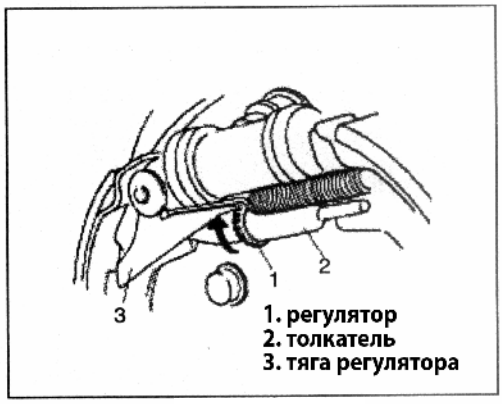

Рис. 666
1) Перед установкой тормозного барабана, отрегулируйте зазор между колодкой и барабаном в максимальное положение. Поверните регулятор в направлении, показанном на рисунке (Рис. 666).